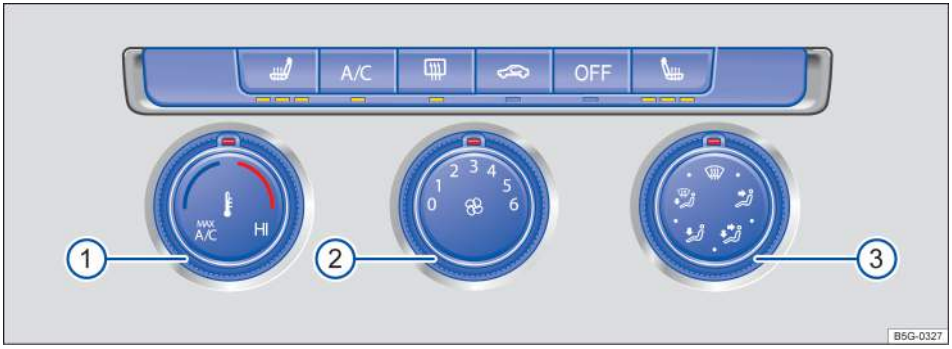
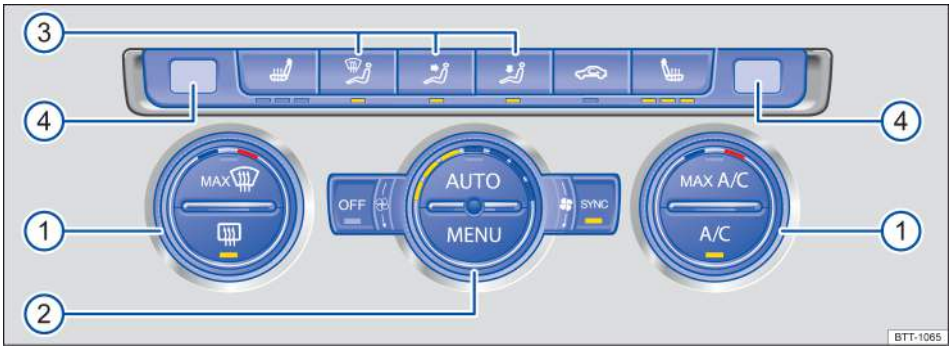

Fig. 88 In the center console: Manual controls.
Fig. 89 In the center console: Climatronic controls.
— *Manual air conditioning:* Turn the fan knob to **0** → fig. 88 (2).
— *Climatronic:* Turn the fan knob as far left as it will go → fig. 89 (2)
— **OR:** Press the MENU button on the Climatronic controls → fig. 89 (2) to open the Climatronic menu in the Infotainment system and switch the system off.
— *Manual air conditioning:* Turn the temperature knob → fig. 88 (1) all the way to the left (MAX A/C position).
— *Manual air conditioning:* Turn the temperature knob → fig. 88 (1) to set the temperature.
— *Climatronic:* Turn the outside knobs → fig. 89 (1) to set different temperatures for the driver and passenger sides. The displays above the knobs (4) show the set temperature.
— Turn the middle knob → fig. 88 (2) or → fig. 89 (2) to adjust the fan speed.
— *Manual air conditioning:* Turn the knob → fig. 88 (3) to direct air flow in the desired direction.
— *Climatronic:* Press the buttons → fig. 89 (3) to direct air flow in the desired direction. When automatic regulation (AUTO) is switched on, air flow is automatically adjusted to a comfortable level. Options vary, depending on equipment:
— *Manual air conditioning:* Turn the right knob to position → fig. 88 (3) to defrost the windshield as quickly as possible. The cooling system switches on automatically to dehumidify the air. When the defrost function is switched on, the air recirculation mode cannot be switched on.
— *Climatronic:* Press the MAX button → fig. 89 (1) to defrost the windshield as quickly as possible. The incoming outside air is directed to the windshield, and air recirculation automatically switches off. Humidity is removed from the air at temperatures above about +35 °F (+1.5 °C), and the blower is set to a high speed.